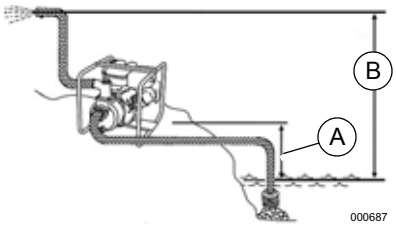

Figura 3-2. Salida de la bomba
Vea la ***Figura 3-2***. La salida de la bomba estará afectada por el tipo, largo y tamaño de las mangueras de aspiración y descarga. Altura de aspiración es la distancia (A) desde la entrada de agua a la lumbrera de aspiración. La altura de bombeo, altura de aspiración-impulsión, es la distancia (B) entre el nivel del agua y el punto de descarga. A medida que la altura de aspiración-impulsión aumenta, disminuye la salida de la bomba. La capacidad de descarga es mayor que la capacidad de aspiración. Por lo tanto, es importante mantener la altura de aspiración menor que la altura de aspiración-impulsión total. El tiempo requerido para aspirar agua de la fuente hasta la bomba (tiempo de autocebado) se puede disminuir minimizando la altura de aspiración.